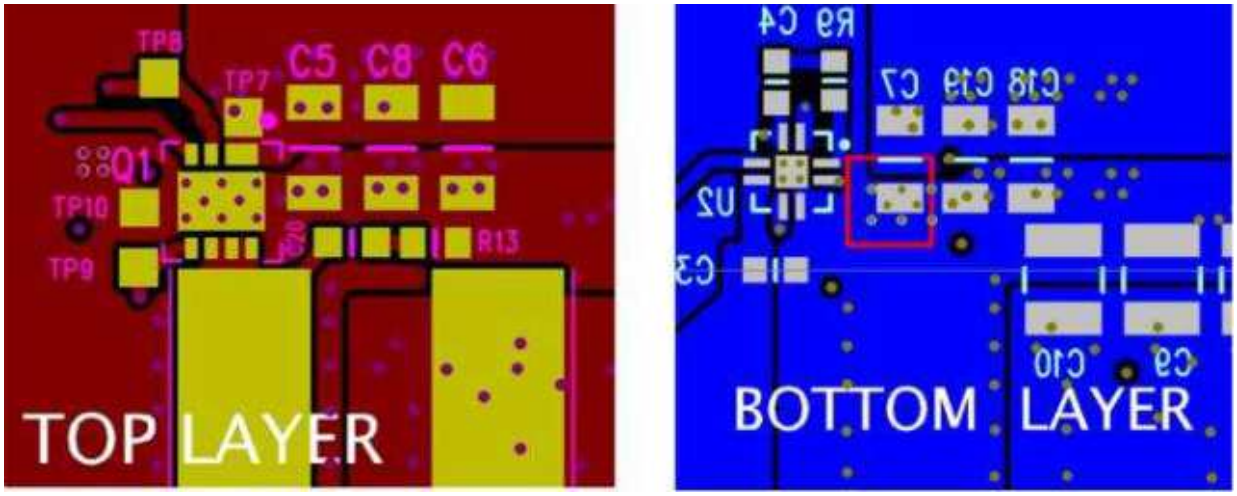

Figure 33. Recommended PCB Layout (Top Down)
- The placement of the input capacitors relative to the power block's VIN and PGND pins should have the highest priority during the component placement routine. It is critical to minimize these node lengths. As such, ceramic input capacitors need to be placed as close as possible to the VIN and PGND pins (see Figure 33). The example in Figure 33 uses 6 × 10-µF ceramic capacitors (TDK Part # C3216X5R1C106KT or equivalent). Notice there are ceramic capacitors on both sides of the board with an appropriate amount of vias interconnecting both layers. In terms of priority of placement next to the power block, C5, C7, C19, and C8 should follow in order.
- The switching node of the output inductor should be placed relatively close to the power block VSW pins. Minimizing the node length between these two components will reduce the PCB conduction losses and actually reduce the switching noise level. In the event the switch node waveform exhibits ringing that reaches undesirable levels, the use of a boost resistor or RC snubber can be an effective way to easily reduce the peak ring level. The recommended boost resistor value will range between 1 Ω to 4.7 Ω depending on the output characteristics of driver IC used in conjunction with the power block. The RC snubber values can range from 0.5 Ω to 2.2 Ω for the R and 330 pF to 2200 pF for the C. Please refer to *Snubber Circuits: Theory, Design and Application* (SLUP100) for more details on how to properly tune the RC snubber values. The RC snubber should be placed as close as possible to the Vsw node and PGND (see Figure 33). (1)
(1) Keong W. Kam, David Pommerenke, "EMI Analysis Methods for Synchronous Buck Converter EMI Root Cause Analysis", University of Missouri – Rolla
- Use the smallest drill size allowed in your design. The example in Figure 33 uses vias with a 10-mil drill hole and a 16-mil capture pad.